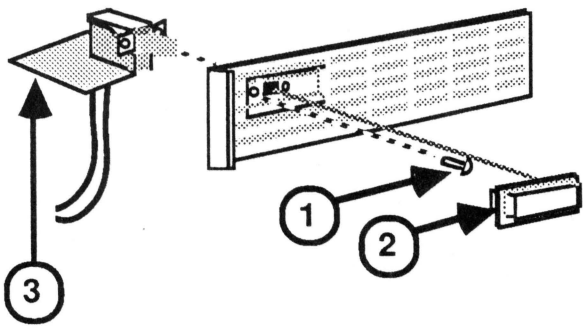

FIGURE 23
a. Replace the screw (Figure 23, #1) which secures the on/off switch to the plastic bracket. The small switch PCB (Figure 23, #3) is on the bottom as you insert the switch unit into the plastic bracket.
b. Replace the customer's switch button (Figure 23, #2) on its shaft.